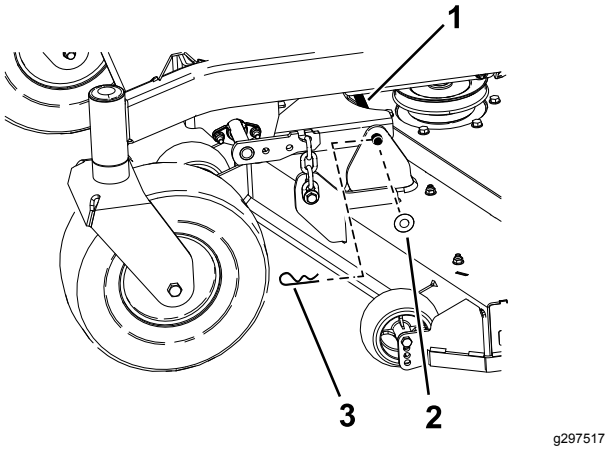

Figuur 75
6. Verwijder de R-pen en de ring waarmee de draaipen is bevestigd aan het frame en het maaidek, en verwijder de verbindingsstang (Figuur 75).
9. Bevestig de draaipen met de R-pennen en de ringen die u eerder verwijderd hebt (Figuur 75).